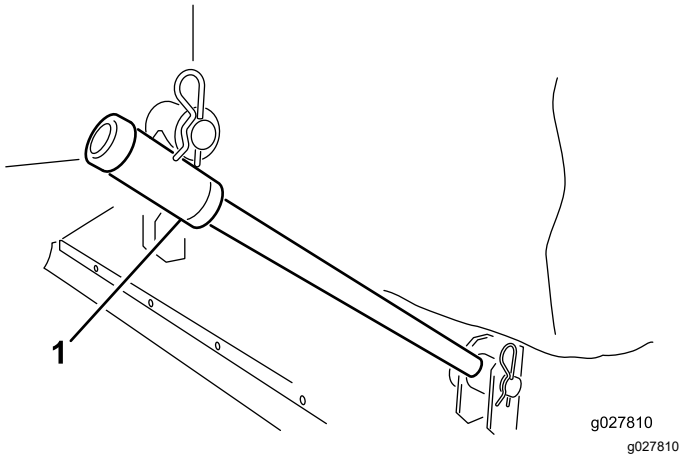

Figura 2
2. Coloque los brazos de tiro sobre los bulones del bastidor. Fije cada brazo de tiro al bulón correspondiente del bastidor con una arandela y un chaveta (Figura 2).